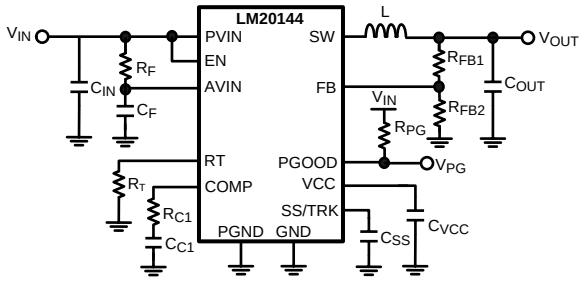

Figure 28. Typical Application Circuit
The LM20144 switching regulator features all of the functions necessary to implement an efficient low voltage buck regulator using a minimum number of external components. This easy to use regulator features two integrated switches and is capable of supplying up to 4A of continuous output current. The regulator utilizes peak current mode control with nonlinear slope compensation to optimize stability and transient response over the entire output voltage range. Peak current mode control also provides inherent line feed-forward, cycle-by-cycle current limiting and easy loop compensation. The switching frequency can be varied from 500 kHz to 1.5 MHz. The device can operate at high switching frequency allowing use of a small inductor while still achieving high efficiency. The precision internal voltage reference allows the output to be set as low as 0.8V. Fault protection features include: current limiting, thermal shutdown, over voltage protection, and shutdown capability. The device is available in the HTSSOP 16-pin package featuring an exposed pad to aid thermal dissipation. The LM20144 can be used in numerous applications to efficiently step-down from a 5V or 3.3V bus. The typical application circuit for the LM20144 is shown in Figure 28 in the design guide.
This section walks the designer through the steps necessary to select the external components to build a fully functional power supply. As with any DC-DC converter numerous trade-offs are possible to optimize the design for efficiency, size, or performance. These will be taken into account and highlighted throughout this discussion. To facilitate component selection discussions the circuit shown in Figure 28 below may be used as a reference. Unless otherwise indicated all formulas assume units of amps (A) for current, farads (F) for capacitance, henries (H) for inductance and volts (V) for voltages.
To prevent high frequency noise spikes from disturbing the sensitive analog circuitry connected to the AVIN and AGND pins, a high frequency RC filter is required between PVIN and AVIN. These components are shown in Figure 28. as C_F and R_F. The required value for R_F is 1Ω. C_F must be used. Recommended value of C_F is 1.0 µF. The filter capacitor, C_F should be placed as close to the IC as possible with a direct connection from AVIN to AGND. A good quality X5R or X7R ceramic capacitor should be used for C_F.